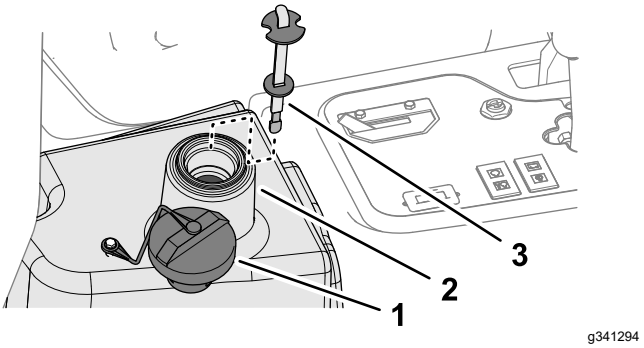

Figur 84
2. Rengør området omkring påfyldningsstudsen og hydraulikvæsketankens dæksel (Figur 84) og fjern dækslet.